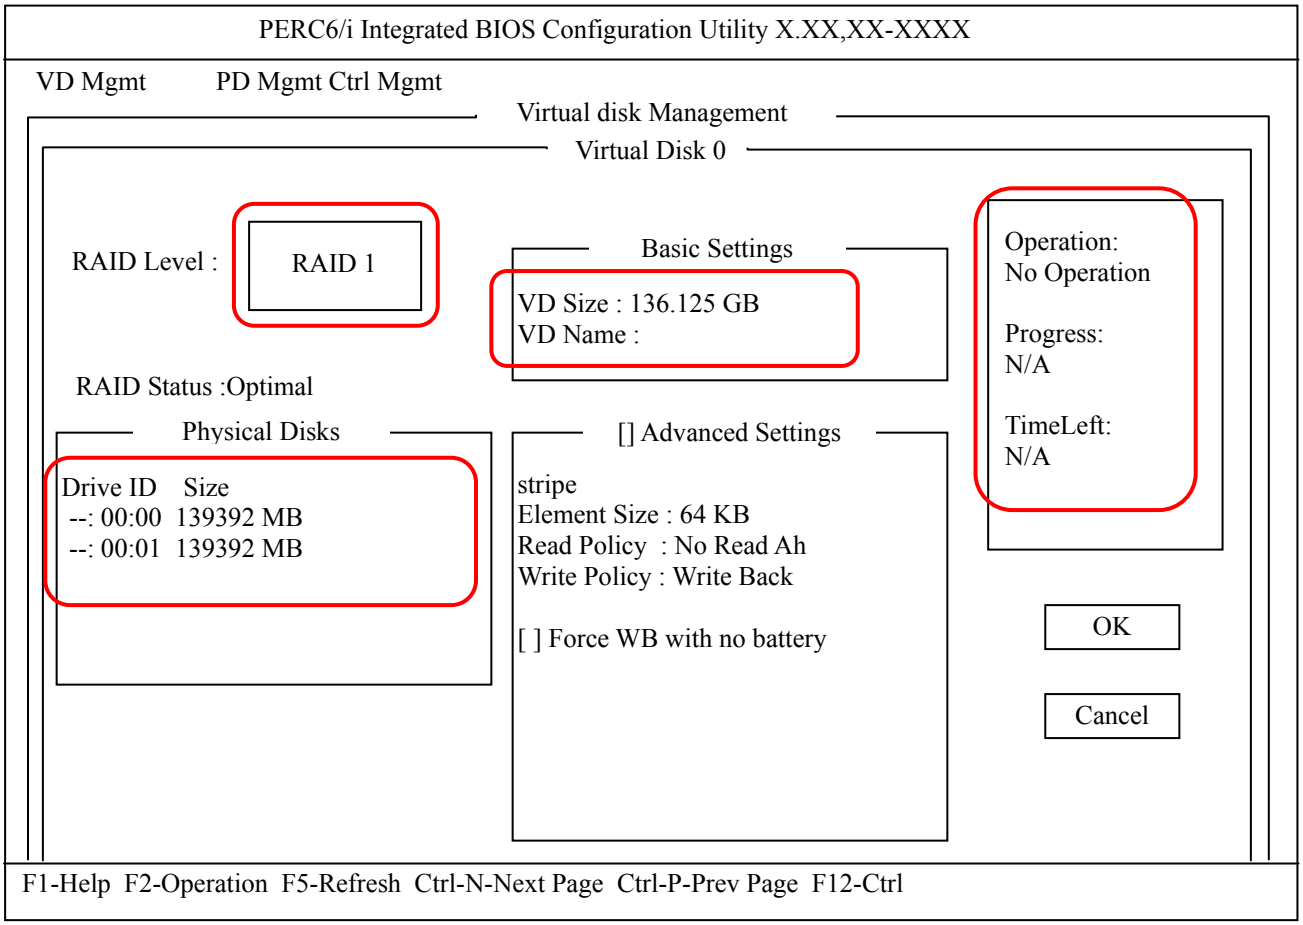

Figure B.2.6.1-5 Virtual Disk 0 Property window
When you can confirm that it is correct, press [Esc] key and return to the virtual disk management window as shown in Figure B.2.6.1-3, and proceed to step (8).